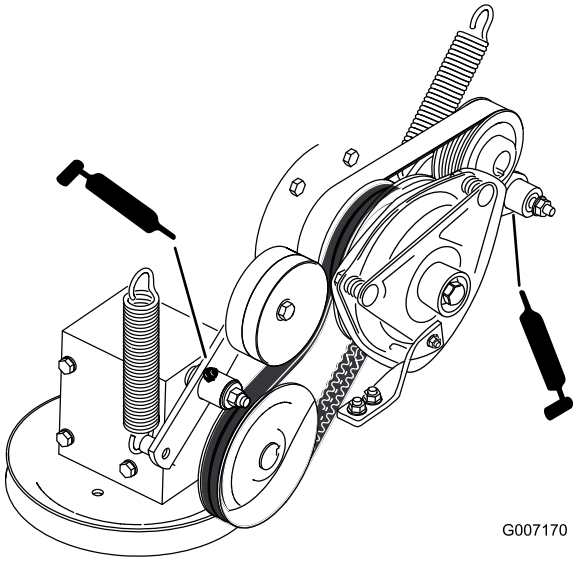

Figur 31
7. Smør drivremmens styrearm på kraftudtaget (Figur 31).
8. Smør pumperemmens styrearm (Figur 31).